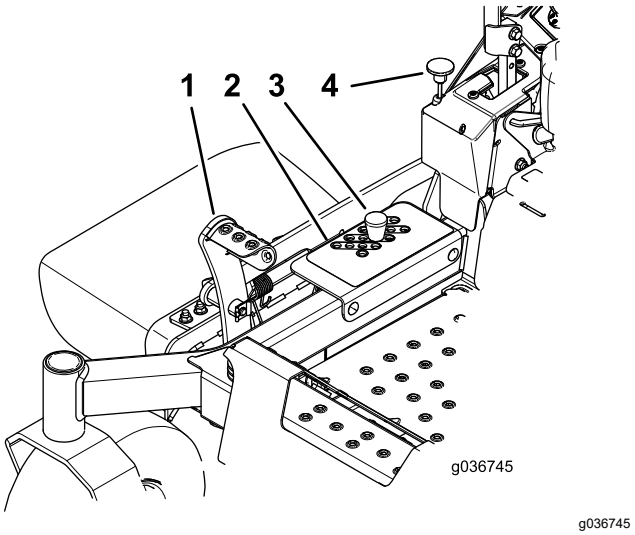

**Figur 29**
2. Træd på pedalen til skjoldløft, og hæv plæneklipperskjoldet til TRANSPORTPOSITIONEN (og klippehøjdepositionen til 127 mm) som vist i Figur 29.
3. Fjern pinden fra klippehøjdebeslaget (Figur 29).
4. Vælg et hul i klippehøjdebeslaget, som svarer til den ønskede klippehøjde, og sæt splitten i (Figur 29).